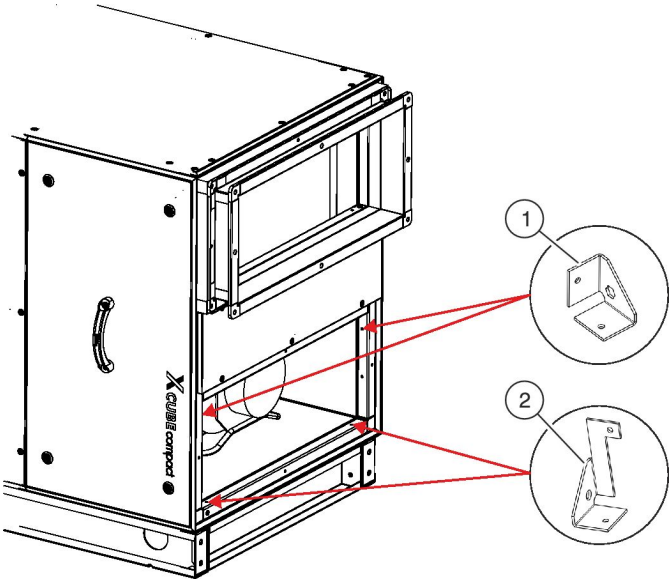

Abb. 22: Knotenbleche
1. ▸ Zwei Standard-Knotenbleche (Abb. 22 /1) mit den mitgelieferten Schrauben an die oberen Gerätelöcher schrauben.
2. ▸ Zwei Knotenbleche mit Aussparung (Abb. 22 /2) mit den mitgelieferten Schrauben an die unteren Gerätelöcher schrauben.